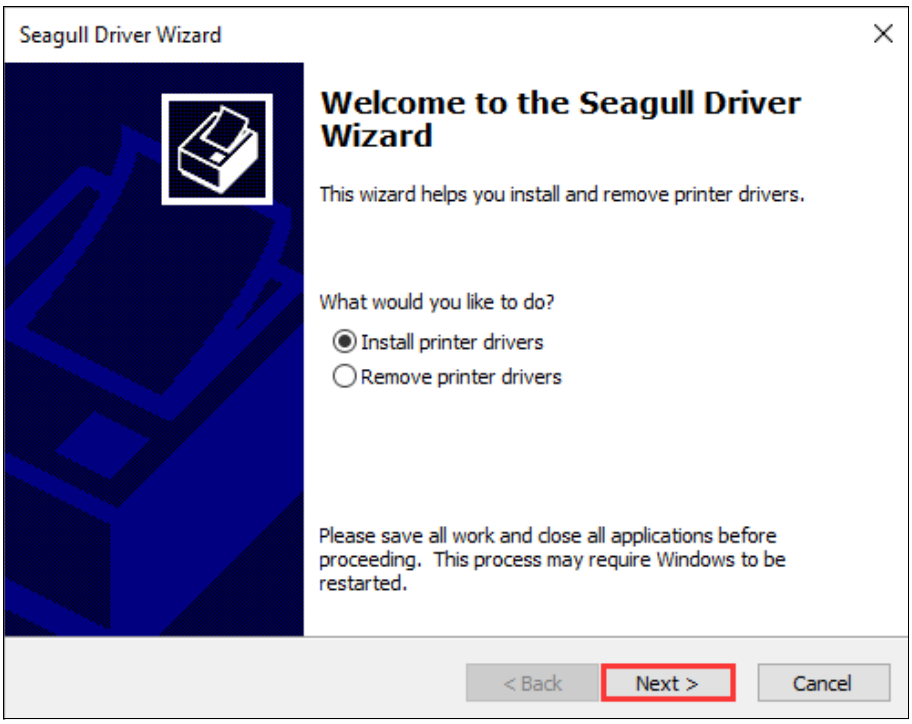

Figure 2-34 Seagull Driver Wizard Screen
6. On the "Seagull Driver Wizard" screen, select "Install printer drivers", and then click "Next", as shown in Figure 2-34.